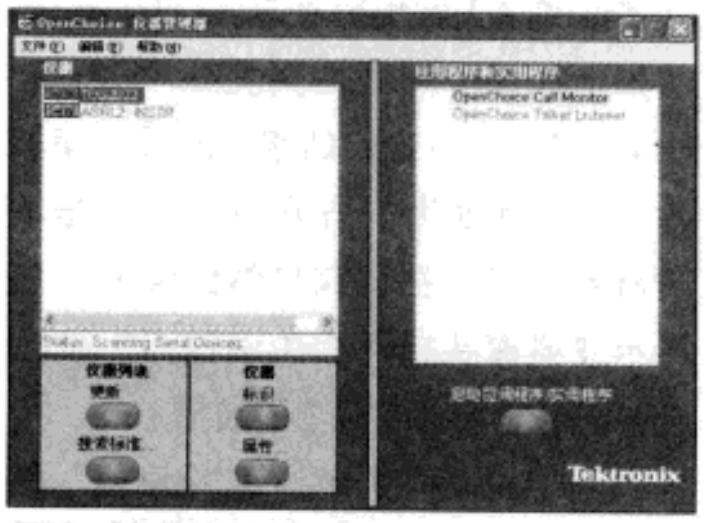

图10 “仪器管理器”对话框(二)
6. 要等稍长一段搜索时间，再次出现的"仪器管理器"对话框的串口1(ASRL1)已经变成"TDS2022"了，如图10所示。